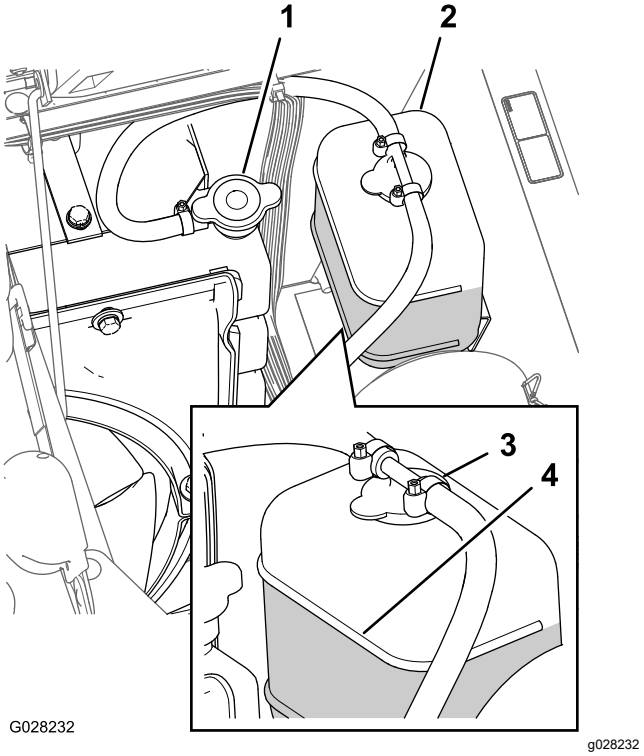

**Figur 103**
3. Ta försiktigt bort kylarlocket och locket på expansionstanken (Figur 103).
**Obs:** Kylaren ska fyllas upp till påfyllningsrörets översta del och expansionstanken ska fyllas upp till Full-markeringen på tanken (Figur 103).
5. Om kylvätskenivån är låg tar du av expansionstankens lock och kylarlocket, och fyller på expansionstanken till Full-markeringen och kylaren till påfyllningsrörets översta del (Figur 103).
6. Sätt tillbaka kylarlocket och locket till expansionstanken (Figur 103).
2. Vänta tills motorn är kall och ta sedan bort kylarlocket (Figur 103).
6. Ta bort kylarlocket (Figur 103).
8. Starta motorn med locket löst på kylaren (Figur 103).
10. När kylvätskan har värmts upp ska du se till att den når upp till lockets tätningsyta och sedan skruva åt locket (Figur 103).
11. Öppna expansionstankens lock och fyll tanken med kylvätska till läget Cold (Figur 103).